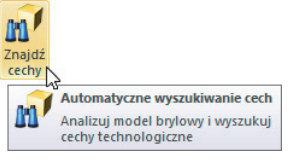

Rysunek 9.52. Wybór ikony Znajdź cechy
1. Aby automatycznie wyszukać cechy technologiczne, wybierz główną kartę *Cechy* i w panelu *Wyszukiwanie cech* kliknij ikonę *Znajdź cechy* (rysunek 9.52).